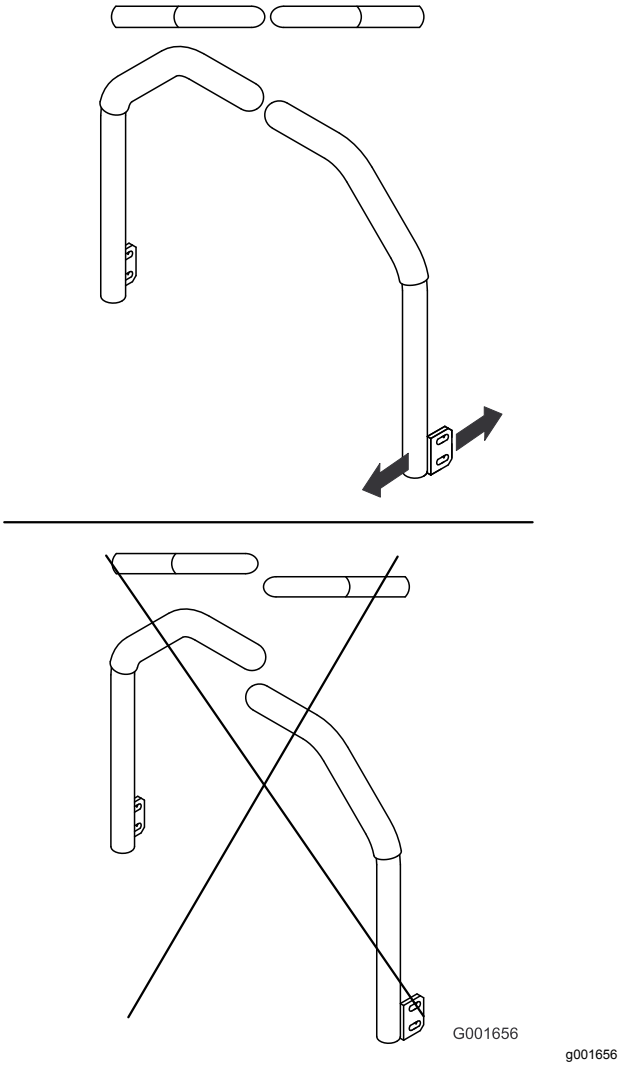

Bild 56
5. Stellen Sie die Fahrantriebshebel so ein, dass sie ausgefluchtet sind und ziehen Sie die Schrauben an, um die Hebel an den Streben zu befestigen (Bild 56).